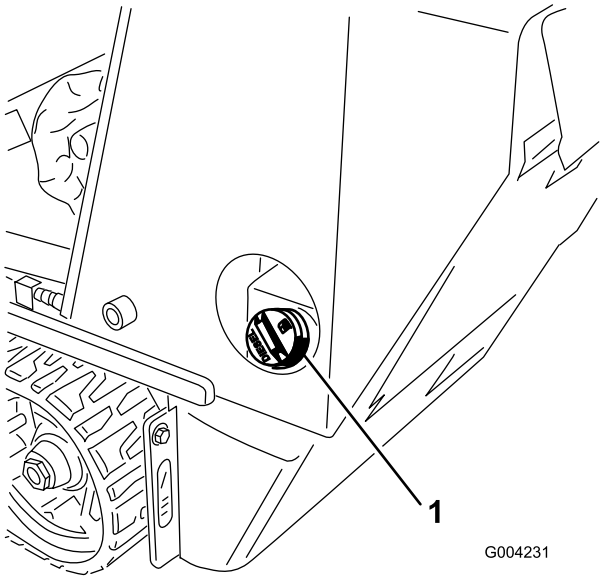

Rysunek 16
1. Odkręć korek wlewu paliwa (Rysunek 16).